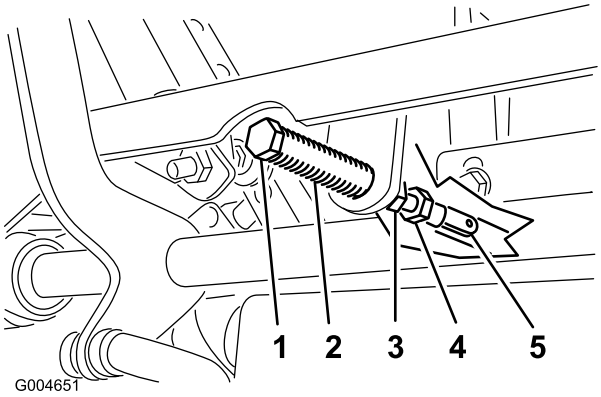

**Rysunek 53**
5. Pociągnij dźwignię do tyłu, aż sworzeń z łbem płaskim i otworem na zawleczkę (na ramieniu nad osią przegubu wału) zetknie się z końcem szczeliny (będzie lekko naciskać na sprężynę), jak pokazano na Rysunek 53.
7. Jeśli konieczna jest regulacja, odkręć nakrętkę i przeciwnakrętkę jarzma (Rysunek 53).
8. Lekko naciśnij dźwignię sterowania jazdą do tyłu, obracaj śrubę regulacyjną w odpowiednim kierunku, aż dźwignia sterująca będzie wyśrodkowana w położeniu NEUTRALNYM ZABLOKOWANYM (Rysunek 53).
9. Dokręć nakrętkę i przeciwnakrętkę (Rysunek 53).
10. Dokręć przeciwnakrętki na przegubach kulowych (Rysunek 53).